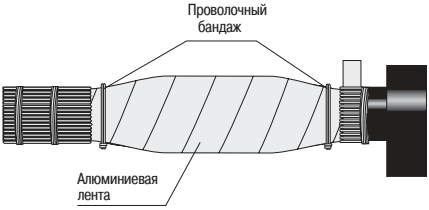

Рисунок 13
4.21 Сверху стеклоленты обернуть люминиевую ленту (фольгу) с 50%-ным перекрытием. Лент долж- н плотно прилег ть к поверхности муфты. По кр ям люминиевую ленту з крепить б нд жом из 2–3 витков проволоки (рисунок 13).